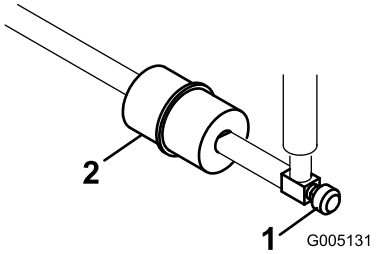

Figur 35
Det indbyggede brændstoffilter befinder sig i brændstofledningen mellem brændstoftanken og karburatoren (Figur 35).
1. Luk brændstofafbryderventilen (Figur 35).
2. Placer en dræningsbakke under filteret, løsn slangeklemmen på karburatorsiden af filteret, og fjern brændstofledningen fra filteret (Figur 35).
3. Løsn den anden slangeklemme, og fjern filteret (Figur 35).